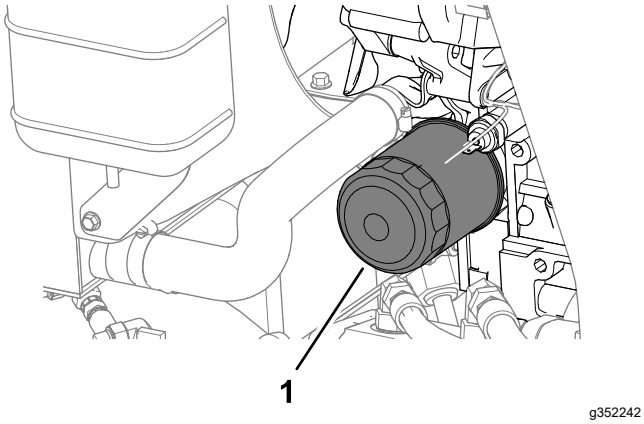

Figur 71
4. Fjern oliefilteret (Figur 71).